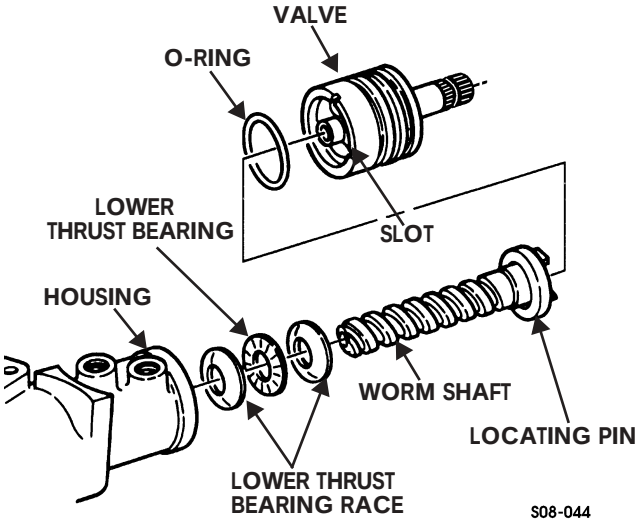

Figure 8-53: Worm Shaft Assembly
18. Install O-ring seal in valve (Figure 8-53).